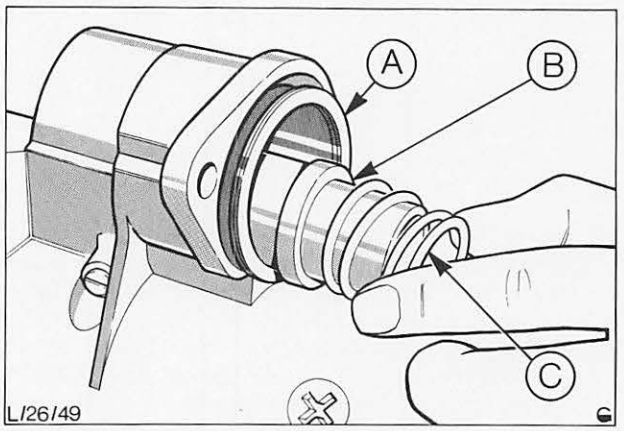

Abb. 53 A = Gummidichtung
21. Federsicherung und Feder über den Kolben streifen, Abb. 53, Magnetschalter an Antriebslagergehäuse anbringen. Mit Beilagscheibe, Federring und Mutter die Anschlüsse befestigen.